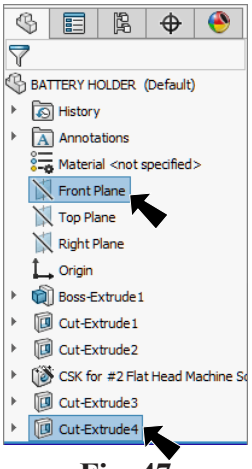

Fig. 47
Step 1. **Ctrl click** the **Front Plane** and **Cut-Extrude4** (**Cutout Hole**) in the Feature Manager to select both, **Fig. 47**.